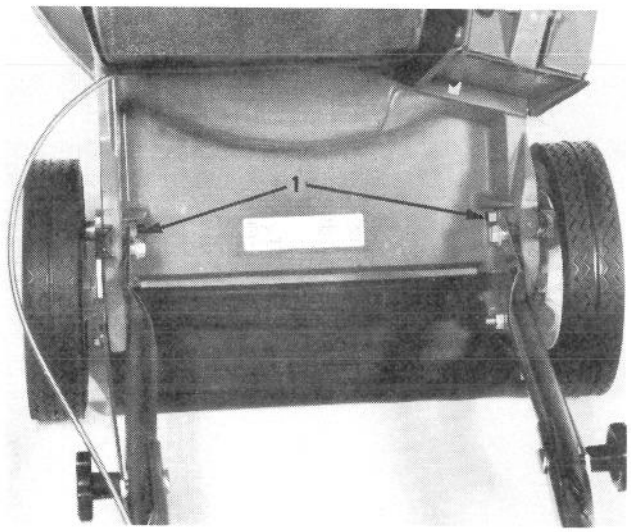

Figure 4
3. Check to insure bag door is forward of projections at rear of mower discharge chute (Fig 4). Hold front of bag and bag door together to insure bag door stays closed and slide door opening frame over projections on outside of mower rear discharge chute (Fig 5).